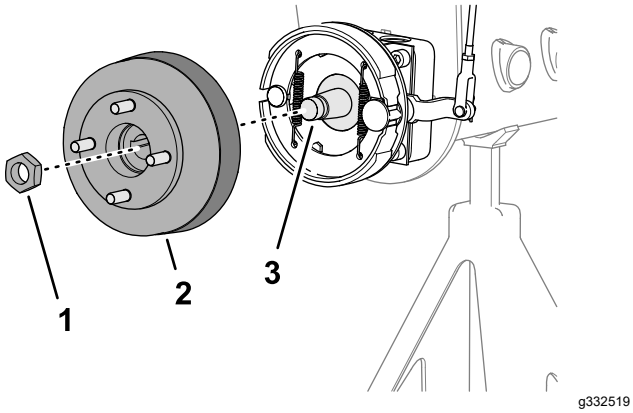
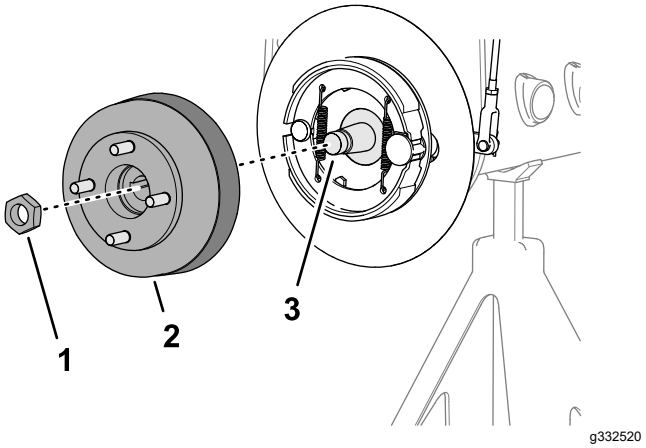

Figur 77
Figur 78
1. Ta bort låsmuttern som fäster navet på hjulmotoraxeln (Figur 77 eller Figur 78).
4. Använd den angivna hjulnavsavdragaren för att ta bort hjulnavet och bromstrumman från hjulmotoraxeln (Figur 77 eller Figur 78).